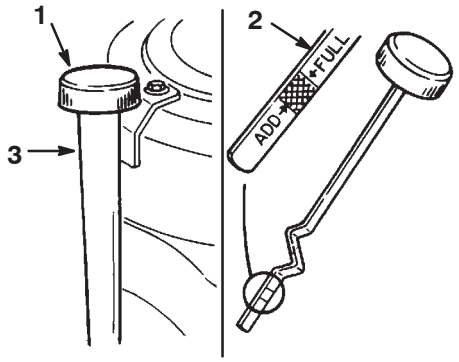

Figure 37
4. Clean around the oil dipstick (Fig. 37) so dirt cannot fall into the filler hole and damage the engine.
5. Unscrew the oil dipstick and wipe the metal end clean (Fig. 37).
6. Slide the oil dipstick fully into the filler tube, do not thread onto tube (Fig. 37). Pull the dipstick out and look at the metal end. If oil level is low, slowly pour only enough oil into the filler tube to raise the level to the full mark.
10. Clean around the oil dipstick and unscrew the cap (Fig. 37).
11. Slowly pour approximately 80% of the specified oil into the filler tube (Fig. 37). Refer to Servicing the Engine Oil, page 30.